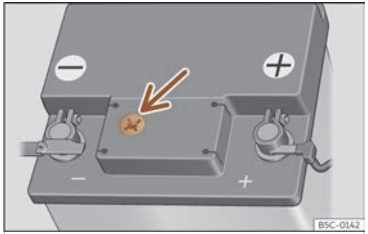

Fig. 239 Sight glass on the top of the 12 volt battery (schematic representation).
- Check the colour display in the sight glass on the top of the battery >>> **Fig. 239**.